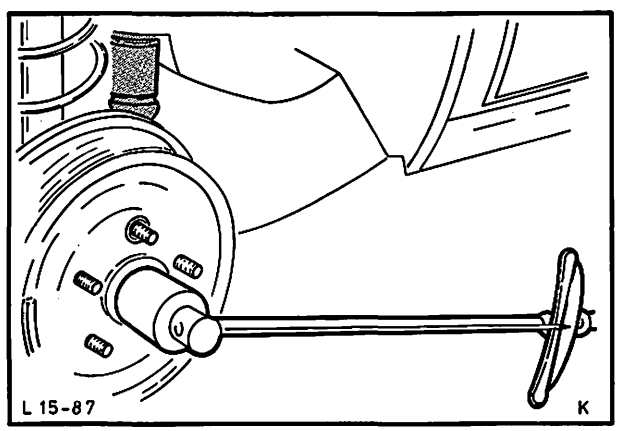

Abb. 135 Achsmutter mit vorgeschriebenem Drehmoment festziehen
9. Achsmutter mit vorgeschriebenem Drehmoment festziehen, Abb. 135. Sicherungsring – Achsmutter montieren.